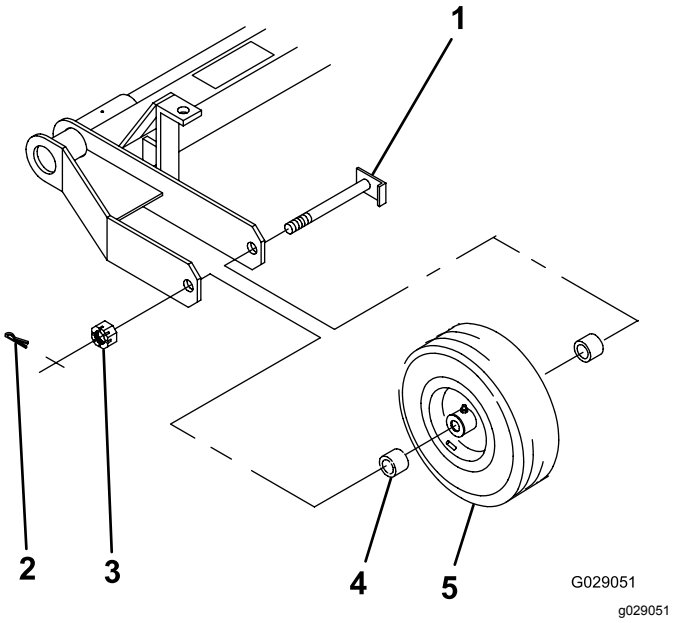

Figuur 3
1. Plaats het wiel en 2 afstandsstukken (1 aan elke kant van de wielnaaf) tussen het frame; zie Figuur 3.
2. Steek de as door het frame, de tussenstukken en het wiel (Figuur 3).
3. Schroef de gleufmoer op de as (Figuur 3) en draai met een sleutel aan tot 8 à 20 Nm.
7. Monteer de borgpen (Figuur 3).